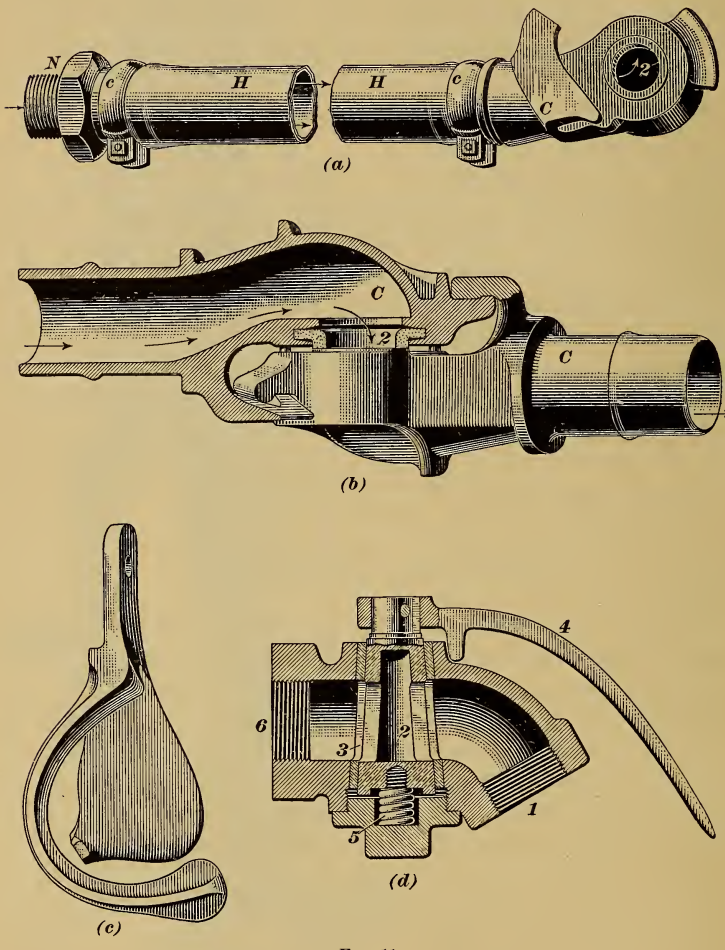

FIG. 11.
70. In Fig. 11 (*a*) is shown an **air-brake hose** *H* with the nipple *N* and coupling *C* attached; they are fastened to the hose by means of the clamps *c*, *c*. (*b*) is an enlarged view of the coupling *C* shown in (*a*); this is a device for coupling together the hose on two adjacent cars. (*d*) is an angle cock, one of which is attached to each end of the train pipe on each car, as seen in Fig. 1. Connection is made between hose and angle cock by means of the *hose nipple N*, shown in (*a*), which is screwed into the angle cock at *1*, the end *6* of the cock itself being screwed on to the train pipe. *2* is a plug valve operated by the handle *4*. *3* is the liner, or bushing, in which the plug *2* works; it constitutes the valve body. As the valve now stands, air can pass through it. To stop the flow of air, the handle must be placed at right angles to the position here shown. The spring *5* holds the plug tight to its seat. In views (*a*) and